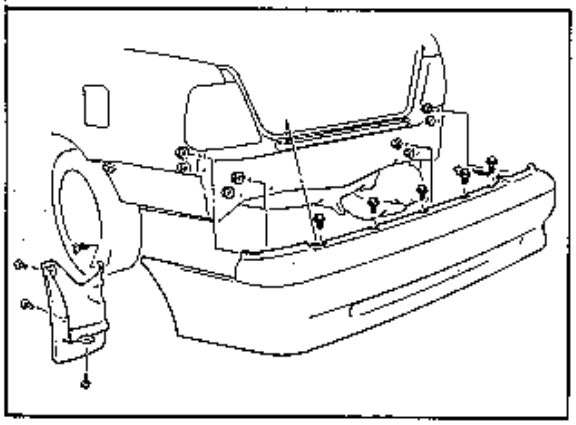

Fig. 2-4
2) Quite los pernos y las tuercas de fijación del parachoques, tal como se observa en la Fig. 2-4.